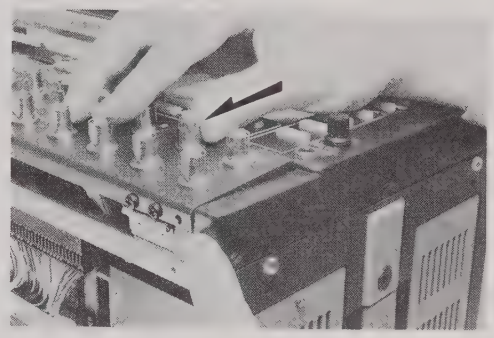

Fig. 5-1
- Open BNC panel by pushing it down, then pulling it in arrow direction. (See Fig. 5-1)